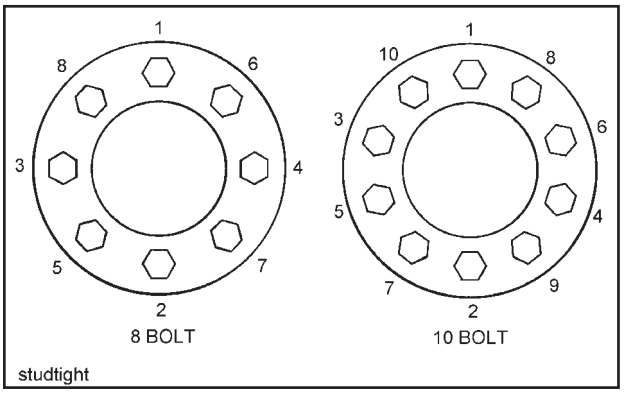

Figure 4-20 Stud Tightening Sequence
d. Install the flange nut and tighten to 50 foot-pounds using the sequence in **Figure 4-20.** Then tighten to full torque of 450 to 500 foot-pounds.